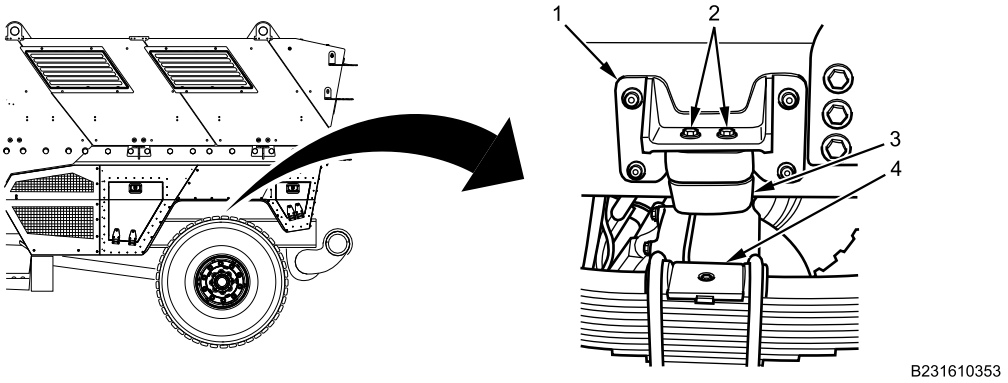

Figure 1. Auxiliary Spring.
1. With assistant, raise vehicle with hydraulic jack and install jackstands on right and left frame rails. Sufficient clearance is necessary between auxiliary spring (Figure 1, Item 3) and U-bolt spring seat (Figure 1, Item 4) for tool access on auxiliary spring nuts.
2. Remove auxiliary spring bolts (Figure 1, Item 2), nuts, and auxiliary rubber spring (Figure 1, Item 3) from auxiliary spring bracket (Figure 1, Item 1).